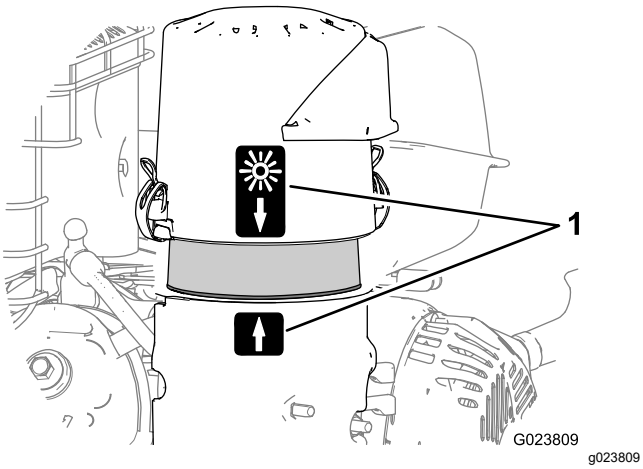

Figuur 26
8. Lijn de pijl op het deksel op met de pijl op de basis (Figuur 26).